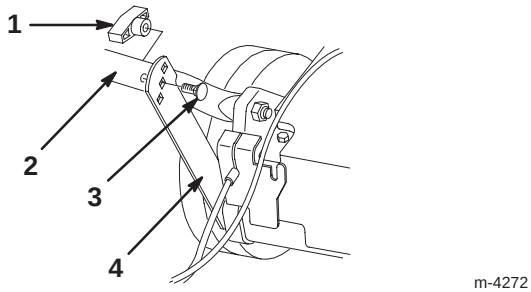

Bild 2
2. Schrauben Sie die vier Griffschrauben (zwei Schrauben haben einen flachen Kopf und zwei haben einen Konturkopf, der dem Griff entspricht) und Einstellknöpfe vom unteren Griff ab (Bild 2).
3. Schwenken Sie den unteren Griff nach hinten und die Stützprofile nach oben. Richten Sie die Profile mit den Löchern im unteren Griff aus (Bild 2).
4. Befestigen Sie den unteren Griff mit den zwei Flachgriffschrauben und den zwei Einstellknöpfen an den Stützprofilen. Verwenden Sie die Höheneinstellungslöcher an den Profilen, die Ihrer Größe am besten entsprechen (Bild 2).